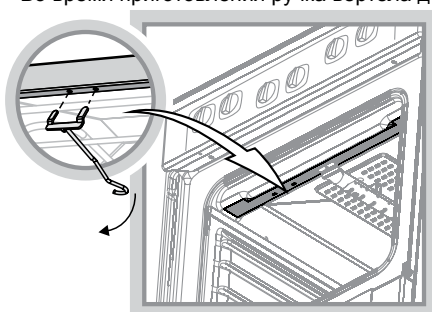

Рис.6
- Установите крючок, для чего вставьте «усы» крючка в пазы верхней полки проема духовки и опустите крючок вниз (рис. 6).